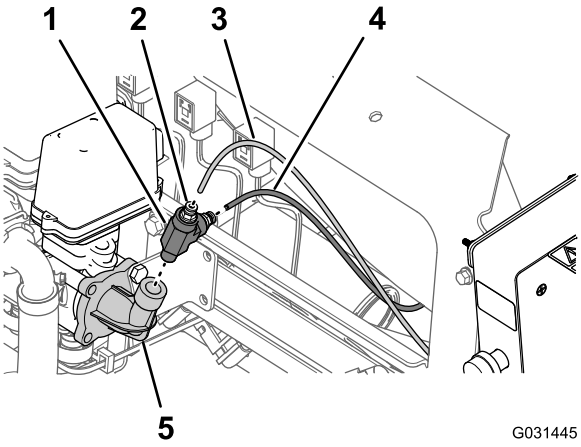

Figur 17
1. På 90°-knærøret i højre side af trykreguleringsventilen til slangetromlen – tryk låsemuffen til rørkoblingen ind, og fjern tryksensorrøret til slangetromlens trykmåler (Figur 17).
2. Tryk låsemuffen til rørkoblingen ind, og fjern tryksensorrøret til trykmåleren i instrumentpanelet på maskinen (Figur 17).
3. Tag T-fittingen af 90°-knærøret til trykreguleringsventilen (Figur 17).